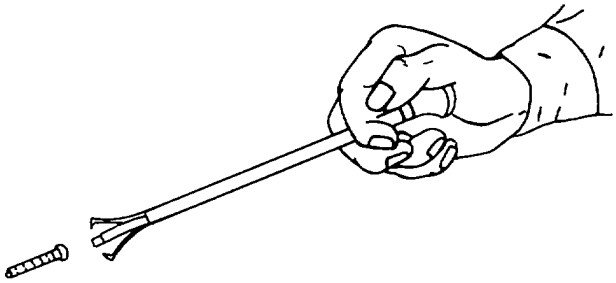

Figure 7-12. Mechanical Fingers
a. *Description.* The mechanical fingers, shown in figure 7-12 and 7-13, is a flexible or fixed cable or tube with long flat springs running thru it. Applying or releasing pressure on the plate operates the mechanical fingers for retrieving hard to reach objects.